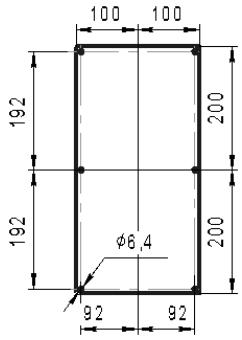

Рис. 1.49
3. Нажмите кнопку Создать эскиз . С помощью инструментов с панели Геометрия постройте показанный эскиз, содержащий 6 окружностей с центрами на пересечениях осевых линий. Нанесите размеры, скруглите углы. Заканчивается эскиз повторным нажатием кнопки Создать эскиз (рис. 1.49).